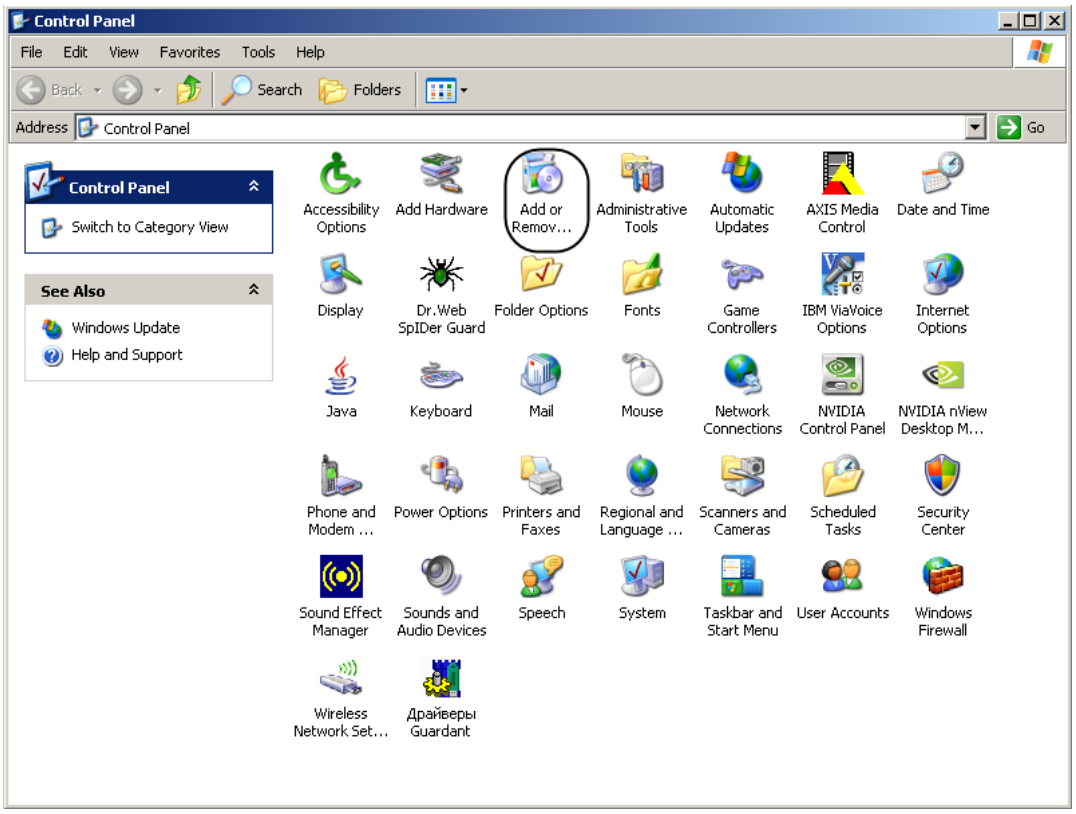

Figure 5.3-7. Control panel
2. Control panel dialog window will be displayed (Figure 5.3-7).